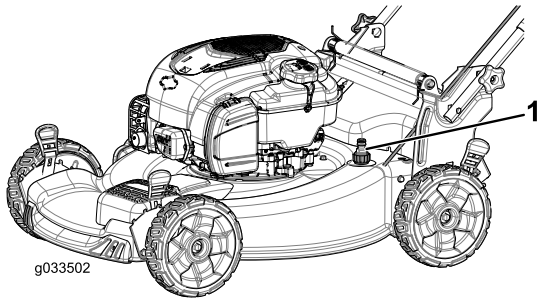

Bild 26
4. Befestigen Sie einen Gartenschlauch, der an einen Wasserhahn angeschlossen ist, am Wasseranschluss der Maschine (Bild 26).